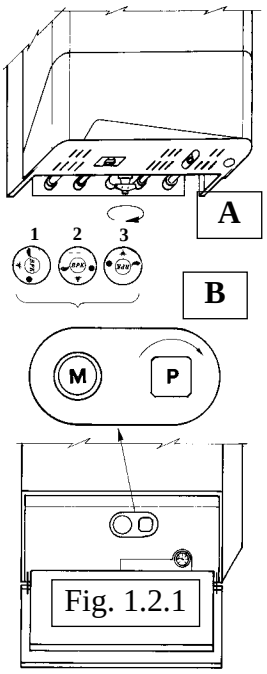

Fig. 1.2.1
Ruotare, in senso orario, la manopola del rubinetto del gas posto sotto la caldaia, ved. fig. 1.2.1, parte “A”.
Ruotare il cassetto portastrumenti per accedere ai comandi di accensione bruciatore,ved. fig. 1.2.1 parte “B”.
pos. 3 in fig. 1.2.1.